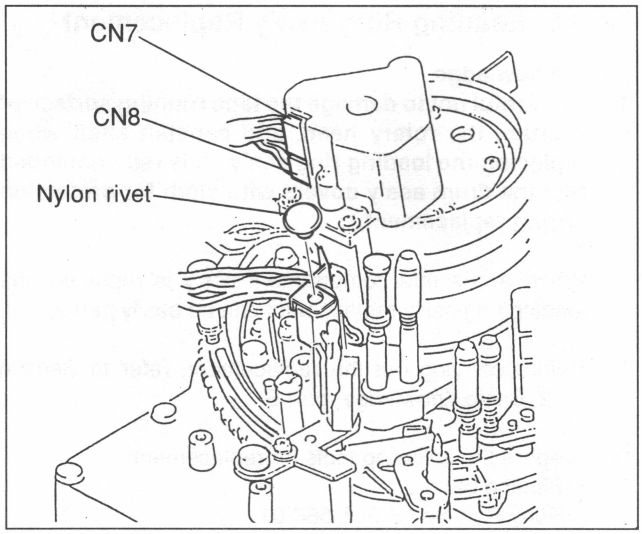

Fig.7-18-4 Connector Disconnection
2. Connector Disconnection (Fig. 7-18-4)